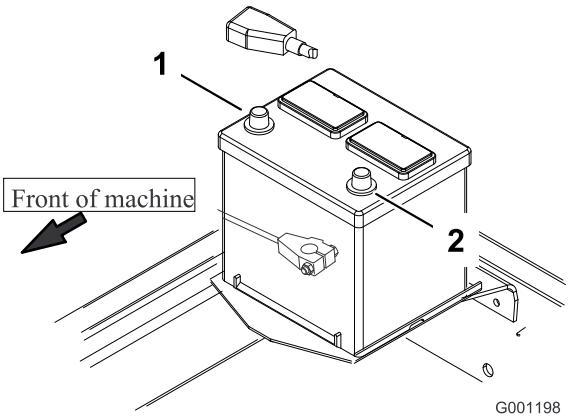

Figure 11
8. Commencez par raccorder le câble positif (rouge) de la batterie à la borne positive (+) puis raccordez le câble négatif (noir) à la borne négative (-) (Figure 11). Placez le capuchon protecteur sur la borne positive pour éviter les courts-circuits.